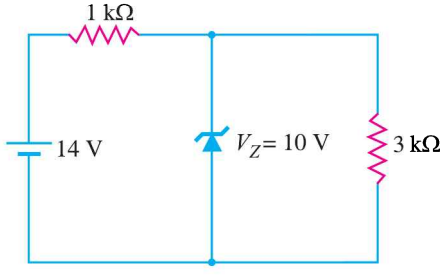

Fig. 6.79
14. In the circuit shown in Fig. 6.79, is zener diode in the on or off state ? **[Off]**